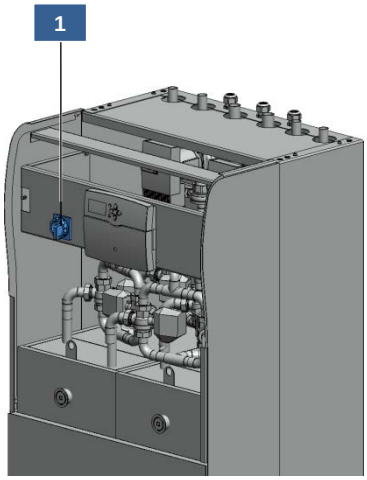

Abb. 16: Hauptschalter der eCoo 2.0
2. Den Hauptschalter (siehe Abb. 16) betätigen, um die Elektrik der eCoo 2.0 einzuschalten.